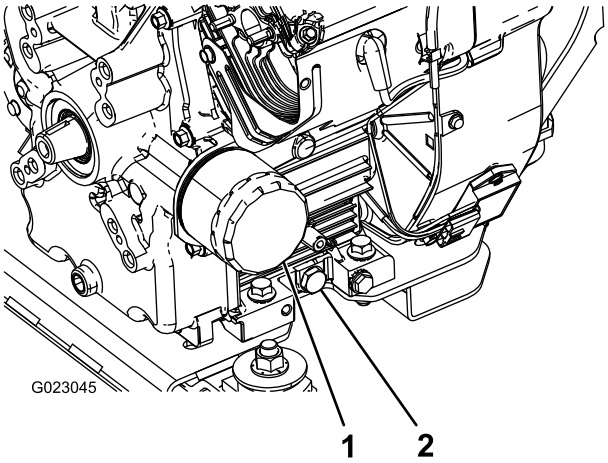

Figuur 43
5. Verwijder de aftapplug (Figuur 43).
2. Verwijder het oliefilter (Figuur 43).
5. Plaats het nieuwe filter op het filtertussenstuk. Draai het oliefilter rechtsom totdat de rubberen pakking contact maakt met het filtertussenstuk. Draai het filter vervolgens nog eens ½ slag (Figuur 43).